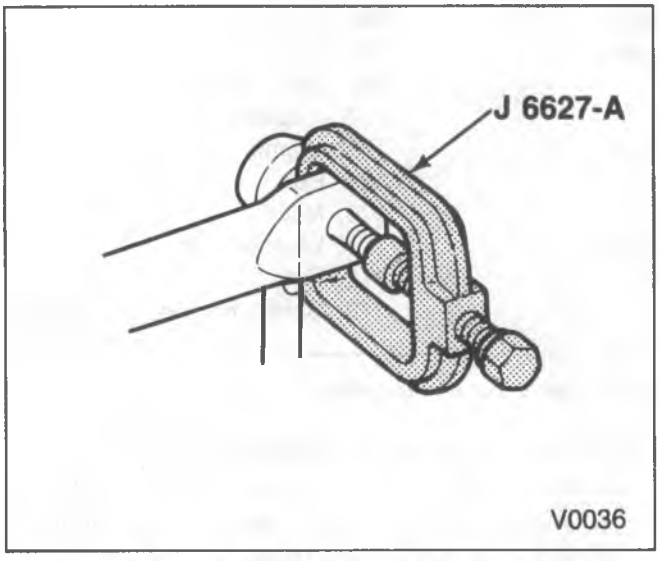
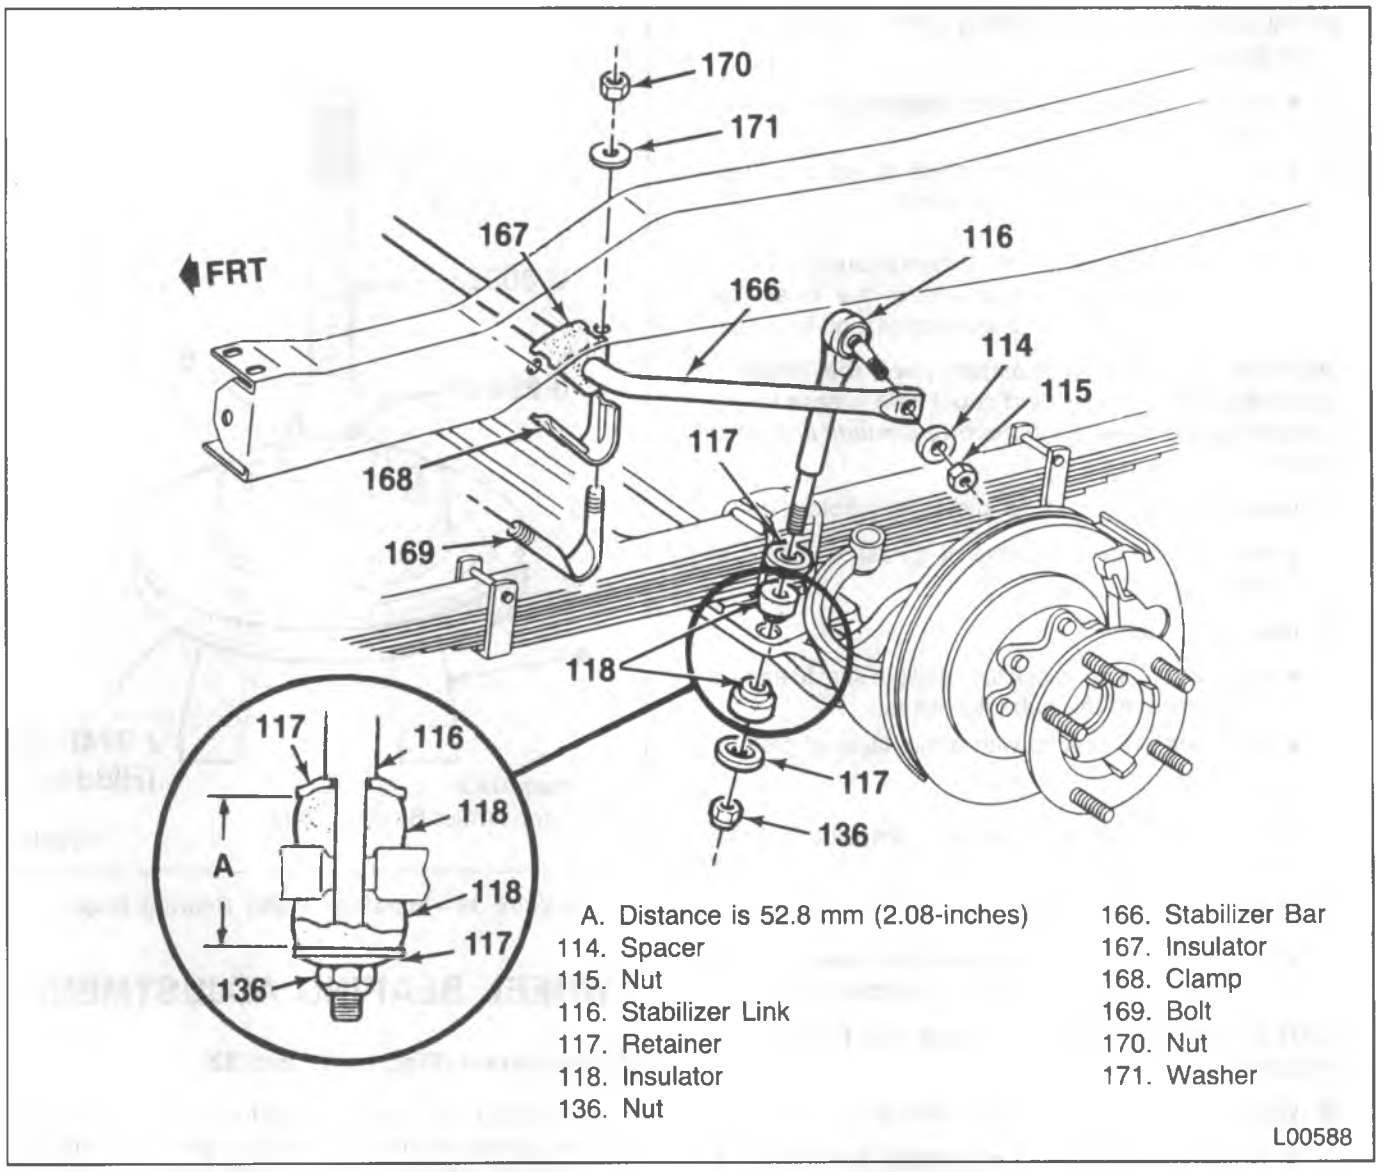

Figure 34 – Removing Stabilizer Link from Stabilizer End
Figure 35 – Stabilizer Shaft Attachment Points
2. Nut (115) and washer (114).
3. Stabilizer bar (166) from the stabilizer link (116).
- Use J 6627-A to separate the stabilizer link from the stabilizer end (figure 34).
4. Nuts (170), washers (171), clamp bolts (169) and clamps (168).
5. Stabilizer bar (166) from the frame (figure 35).
6. Insulator (167) from the stabilizer bar (166).
7. Nut (136), retainer (117) insulator (118).
8. Stabilizer link (116) from the front axle (157) (figure 35).
- Pull the link from the axle. Another insulator (118) and retainer (117) will come off the link.
1. Stabilizer link (116) to the front axle (157) (figure 35).
- Slide a retainer (117) and an insulator (118) on to the link and insert the link into the proper hole in the front axle.
2. Insulator (118), retainer (117) and nut (136).
- Nut (136) until the distance between each retainer (117) is 52.8 mm (2.08 inches) (figure 35).
3. Stabilizer bar (166) to the frame (figure 35).
4. Insulators (167) onto the stabilizer bar (166).
5. Clamps (168), clamp bolts (169), washers (171) and nuts (170).